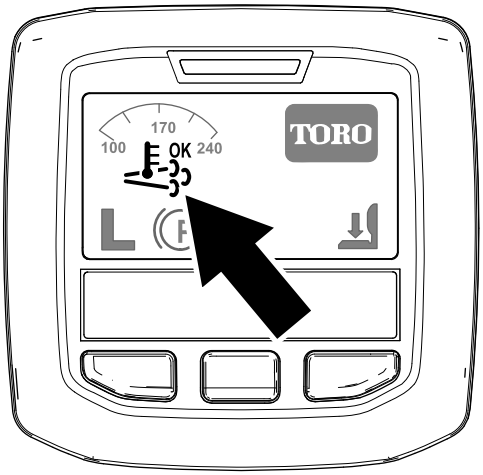

Figur 32
- Ikonet for hjelp-/tilbakestill-regenerering vises i InfoCenter (Figur 32).